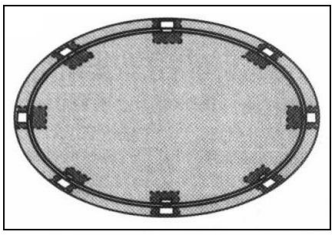

fig. 7
b) Coloque temporalmente las guías inferiores curvadas azul (PCA) y las placas base (T1) alrededor del circulo (fig.7). Cada placa base indicará el lugar de colocación de las baldosas. Hacer una marca en el suelo, al lado de cada una de las placas.